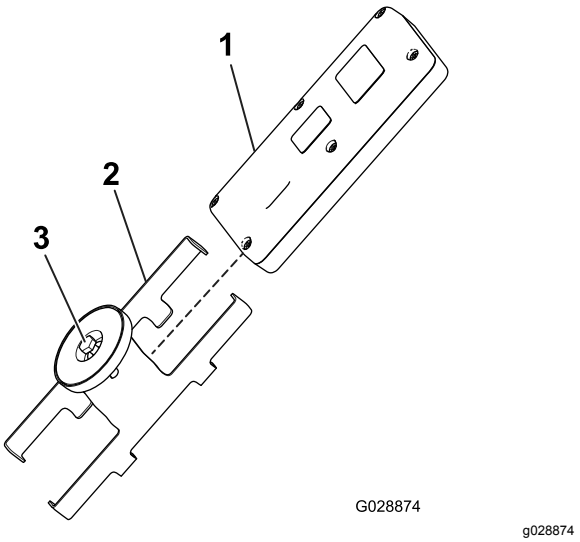

Figur 14
5. Monter den håndholdte fjernkontrollen i den magnetiske fjernkontrollbraketten, skyv halvdelene sammen for å sikre fjernkontrollen, og stram bolten i magneten (Figur 14).